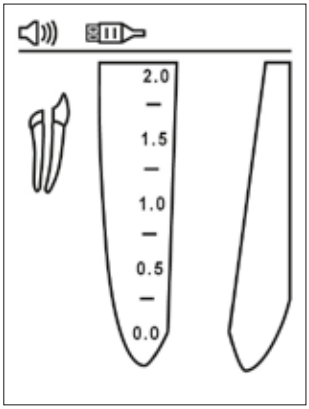

Imagen 3
6.4.2. Introduzca el cable de medición en la conexión del dispositivo y asegúrese de que el icono del cable aparezca en la barra de estado (imagen 3).